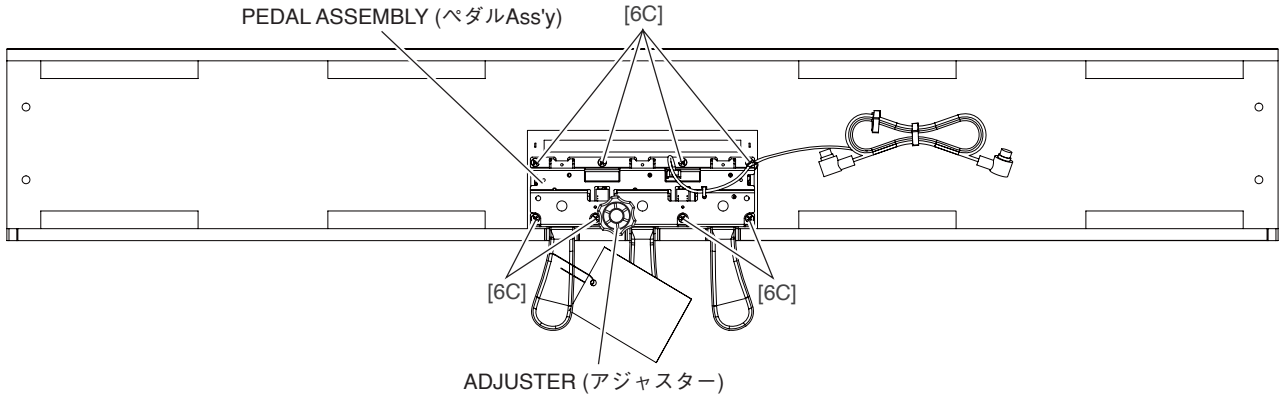

Fig. 10（図10）
19-4 Remove the eight (8) screws marked [6C]. The pedal assembly can then be removed. (Fig. 10)
19-4 [6C] のネジ 8 本を外して、ペダル Ass'y を外します。(図 10)
20-3 Remove the adjuster. (Fig. 10)
20-3 アジャスターを外します。(図 10)